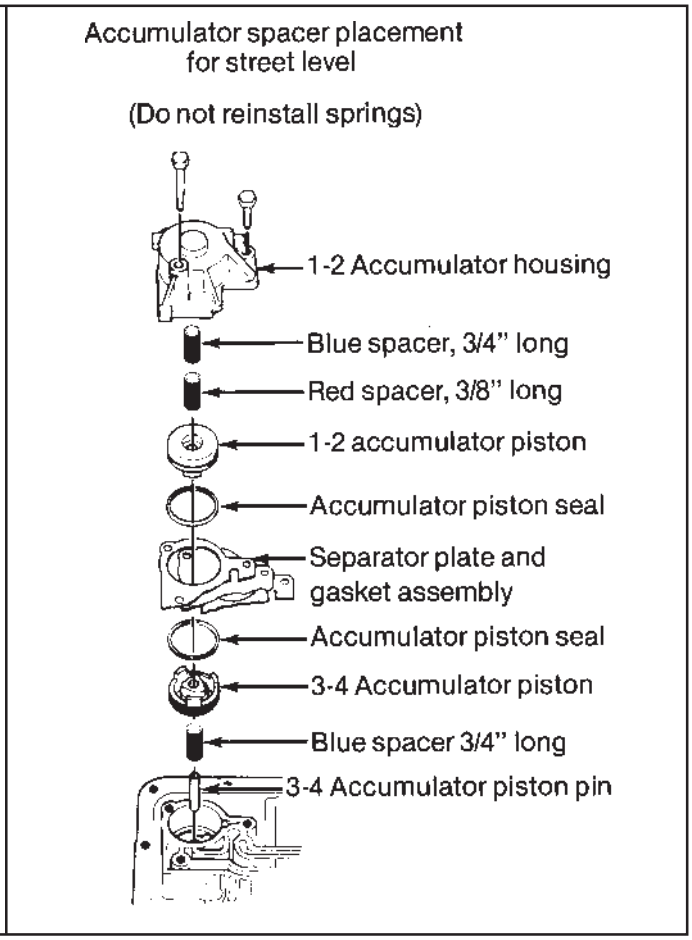

Figure 11
STEP 14. Street Only; Place the 3-4 accumulator pin in the case. Over the pin place the **BLUE** (3/4") spacer and accumulator piston, using a dab of grease or petroleum jelly to hold them in place **(See Fig. 11). Important note:** With piston and spacer installed in bore rub a straight edge on the case surface across the accumulator bore and verify the piston does not extend beyond the case surface. If the straight edge contacts the accumulator piston, grind or file a small amount from the spacer until the piston clears the straight edge. No spring is used for **Street** level performance.